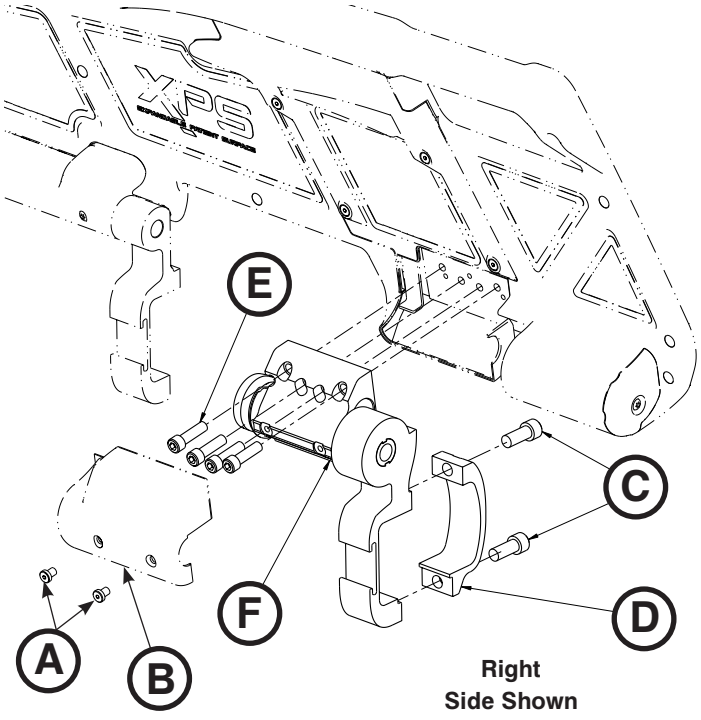

Figure 83
3. Using a 3/32” hex wrench, remove the two screws (A) that secure the ratchet cover (B) to the ratchet assembly. Remove the cover (Figure 83).
4. Using a 1/4” hex wrench, remove the socket head cap screws (C) that secure the siderail clamp (D) to the ratchet assembly at the foot end of the main assembly (Figure 83). During installation, torque both new screws to 22 ± 3.3 ft-lb.
5. Using a 3/16” hex wrench, remove the four screws (E) that secure the ratchet assembly (F) to the overmold assembly and discard, then remove the ratchet assembly (Figure 83). During installation, torque the four new screws to 9.5 ± 1.5 ft-lb.